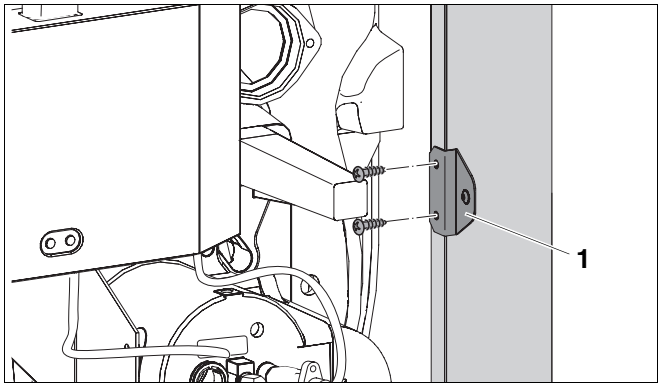

Fig. 45 Fitting brackets to side panels
- Fit bracket to left and right sides of side panel to fasten the burner hood (➔ Fig. 45).